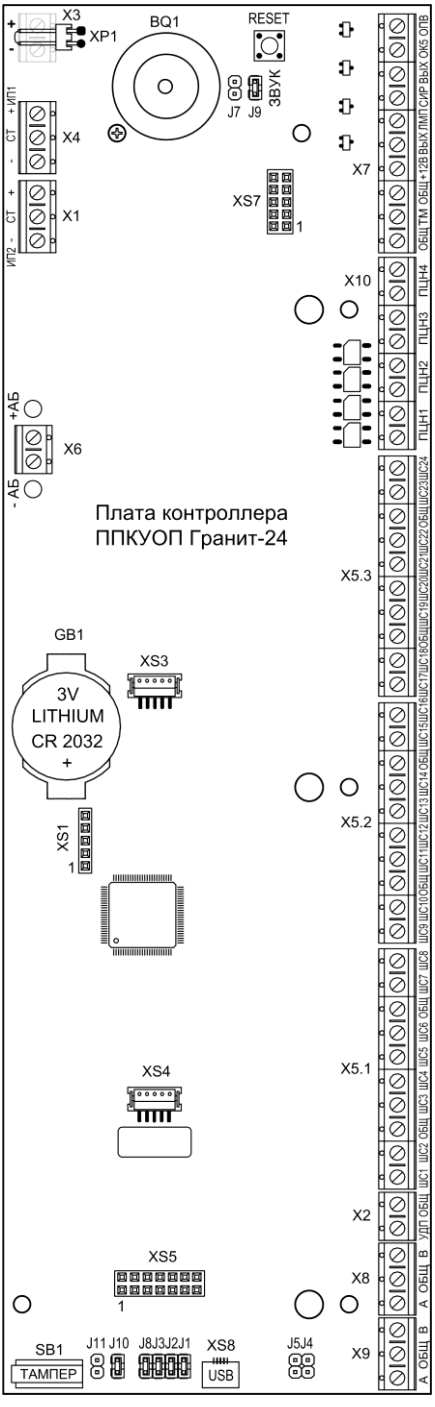
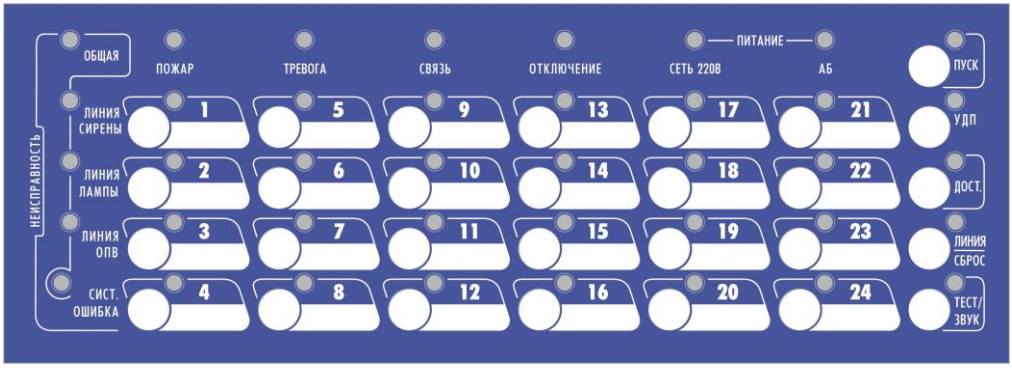

Рис.1 Плата контроллера прибора (вид со снятой панелью и платой индикации)
Рис.2 Панель индикации и управления ППКУОП Гранит-24
Конструктивно прибор состоит из корпуса (основания) и съёмной крышки. В корпусе расположены: плата контроллера (см. рис.1) с установленной на ней платой индикации и плата источника питания. На плате индикации установлена панель индикации и управления прибора (см. рис.2). На плате контроллера расположен разъем для подключения Wi-Fi коммуникатора (см. паспорт на WiFi коммуникатор). В корпусе прибора также предусмотрен отсек для размещения аккумуляторной батареи и отсек для размещения GE коммуникатора (см. паспорт на GE коммуникатор).
(рис.1) расположены:
На плате источника питания прибора (расположена под платой контроллера, на рис.1 не показана) расположен **клеммник «220В»**, предназначенный для подключения прибора к сети 220 В и установлен **плавкий предохранитель** типа Т1,6А на 250В.
3.2 На панель индикации и управления прибора (см. рис.2) выведены: